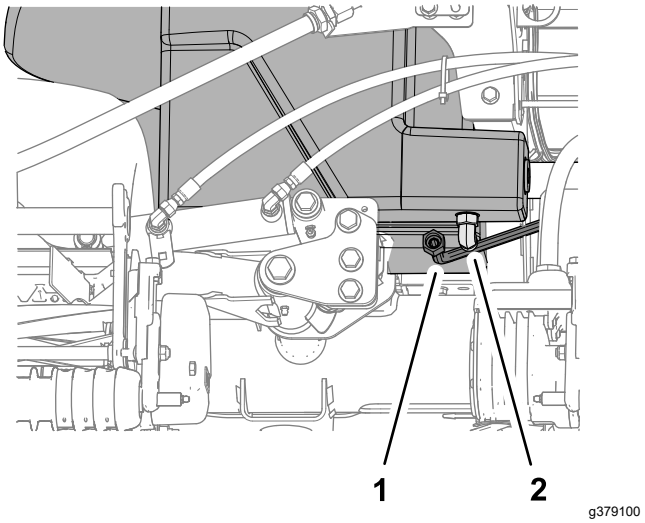

Figur 118
2. Anbring en stor dræningsbakke under 90-graders fittingen (Figur 118) af hydrauliktanken. Se Hydraulikvæskekapacitet (side 71).